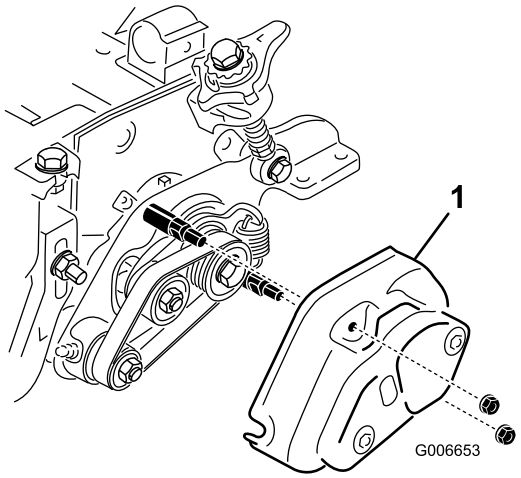

図 13
24. グルーマカバーを取り付けて 5/16 in フランジナット2個で固定する図 13。